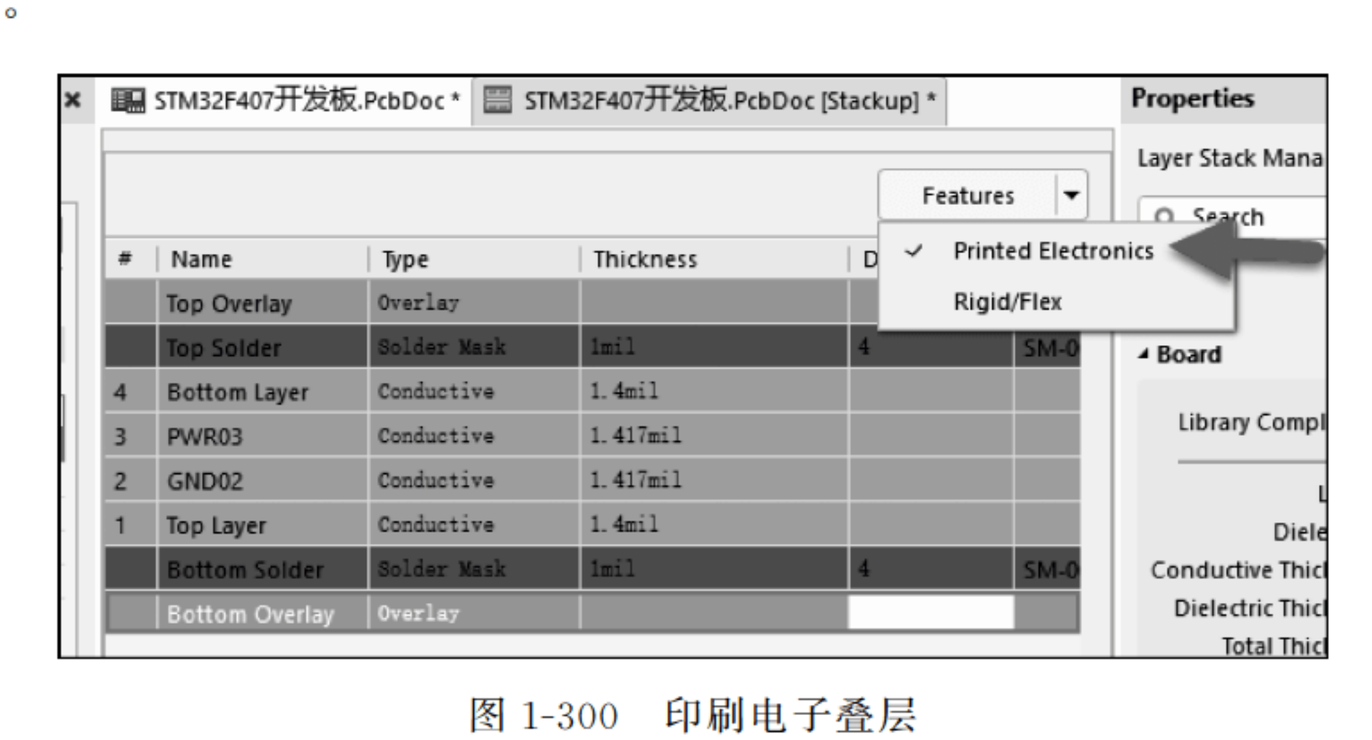

图 1-300 印刷电子叠层
(1) 定义图层堆栈。按快捷键 D+K 进入层叠管理器,在 Features 下拉列表框中,选择 Printed Electronics,如图 1-300 所示。由图中可看出启用"印刷电子"功能之后,板层移除了介电层,因为印刷电子设备需要每层的输出文件,不使用介电层,介电层不用于生成输出文件。